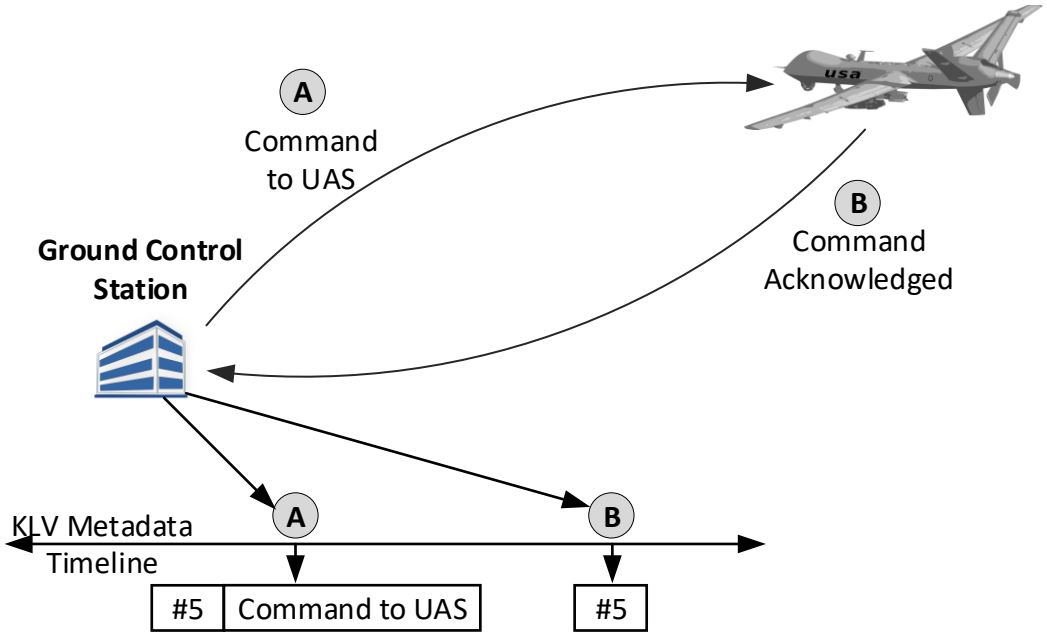

Figure 50: Control Command Usage
The purpose of the Control Command (Tag 115) and Command Acknowledgement (Tag 116) items are to report the commands issued to the platform/sensor and the acknowledgement of those commands. The Control Command defines a command ID and the command string which describes the command or action to perform. At some later time, the command is acknowledged by the platform and Tag 116 records the acknowledgement, by just restating the Command ID. Figure 50 provides an illustration of the data flow where the GCS issues a command (A) to the platform and at the same time records the command with a Command ID (#5) in the metadata stream. The platform receives and acknowledges the command (B) by sending some form of acknowledgement to the GCS. The GCS matches the Command ID with the original command and records the acknowledgement of the command in the KLV.